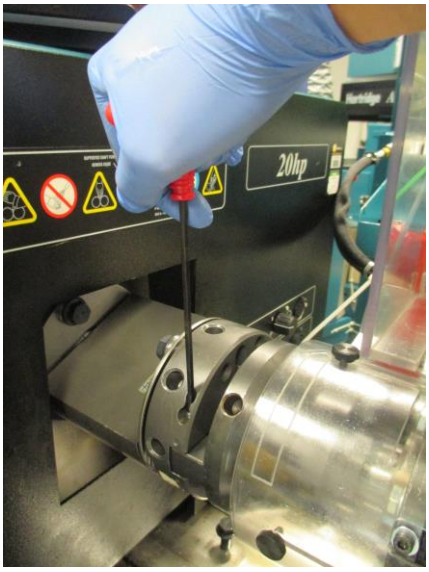

Рисунок 2.8 Зажимные винты муфты
3. Затяните зажимные винты муфты испытательного стенда, чтобы закрепить муфту кулачкового механизма. См. Рисунок 2.8.